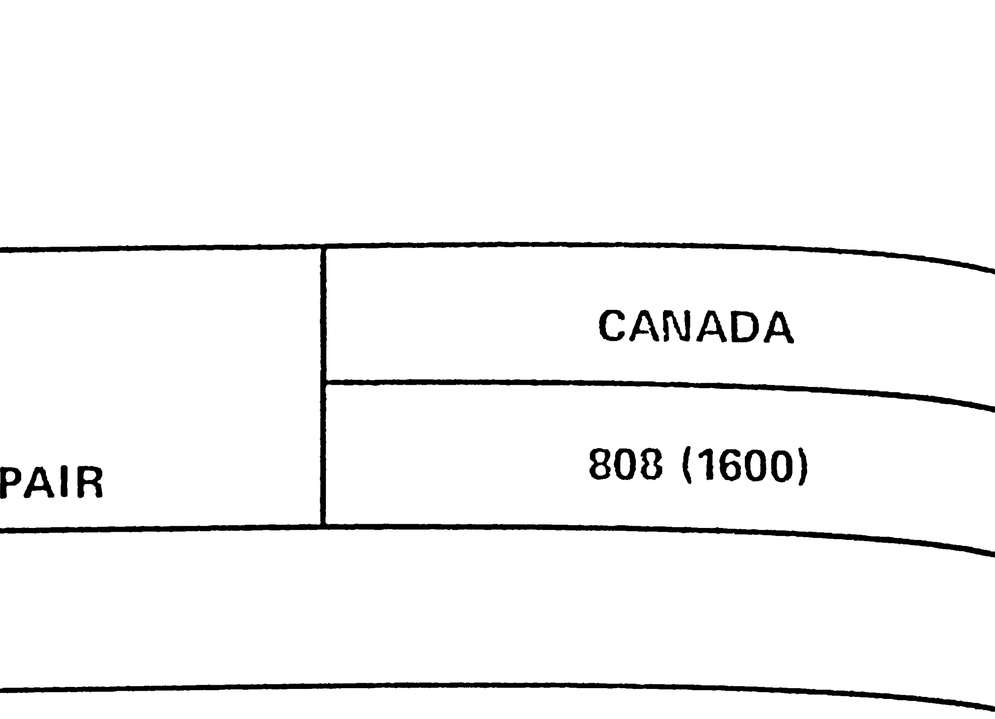

Fig. 2-34 Checking spark delay valve
3. Disconnect the tube (spark delay valve ~ carburetor) at the carburetor and connect a vacuum gauge, as shown in Fig. 2-34.